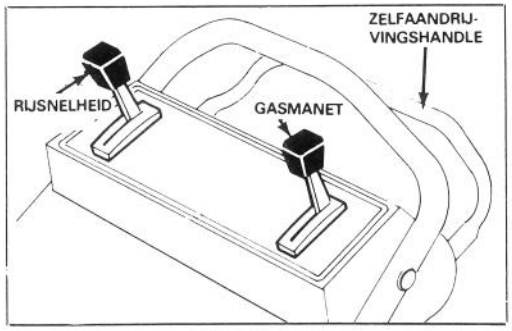

Afbeelding 8
1. BEDIENINGSSYSTEMEN–Rijsnelheidskeuzeknop en zelfaandrijvingsknop bevinden zich op de bovenste handle (Afb. 8). Vingertopstarter bevindt zich op de motor.
2. Druk de hoogspanningsdraad op de bougie en stel de rijsnelheidskeuzeknop bij de zelfrijdende modellen af op "N" (Afb. 8).
4. Rijsnelheid (Afb. 8) – Breng de rigsnelheidsknop in de juiste stand. Nummer "1" is langzaam, "2" is gemiddeld en "3" is snelle loopsnelheid. Zet de rijsnelheidsknop in "N" wanneer u het gras trimt of de maaier even laat staan.
6. STOPPEN (Afb. 8) – Laat de bedieningsstang los om mes en aandrijving te stoppen. Zet rijsnelheidsknop op "N". Zet, om de motor af te zetten, het gasmanet op "AF." Trek de draad van de bougie, wanneer de maaier onbewaakt achtergelaten wordt of niet in gebruik is.